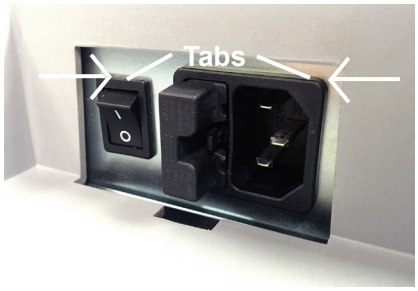

Figure MM-01 Fuse Holder Tabs
2. Squeeze in the tabs on the Fuse Holder and pull the Fuse Holder out. Refer to Figure MM-01.